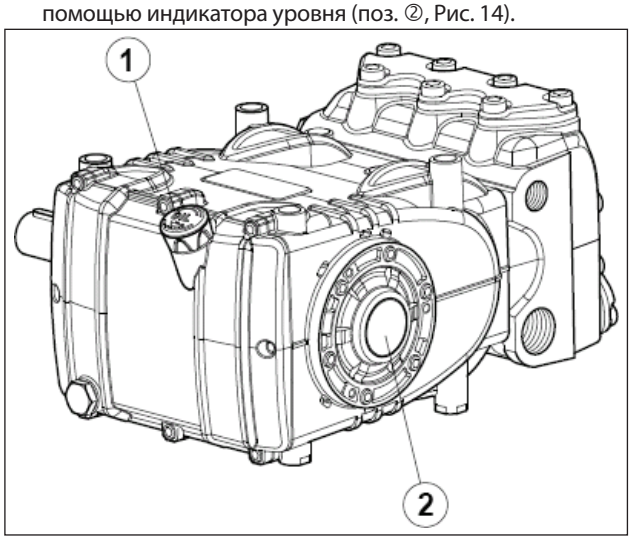

Рис. 14
5. Масло в корпусе насоса находится на правильном уровне при проверке с помощью специального щупа (поз. ①, Рис. 14) или, только в исключительном случае, с помощью индикатора уровня (поз. ②, Рис. 14).